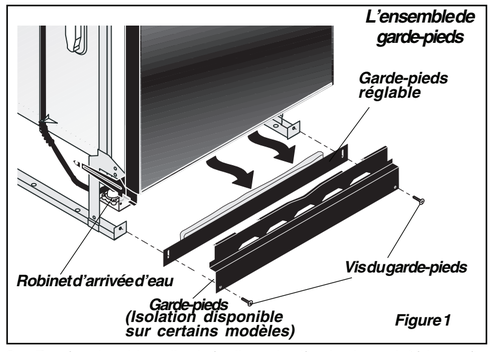

Figure 1
1. Retirer les deux (2) vis à l'avant de l'ensemble de plinthe à l'aide d'un tournevis pilote n ° 2 de la vis.
2. Penchez et tirez pour l'enlever. **Voir figure 1.**